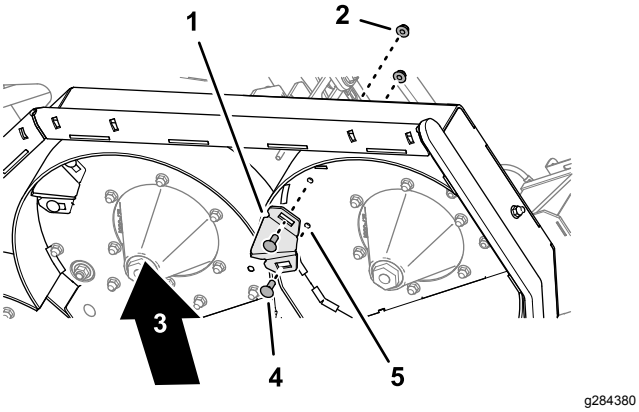

Figure 36
1. At the bottom left side of the mower deck, remove the 2 carriage bolts (3/8 x 1 inch) and 2 flange locknuts (3/8 inch) that secure the kicker fitting to the deck, and remove the kicker fitting (Figure 36).